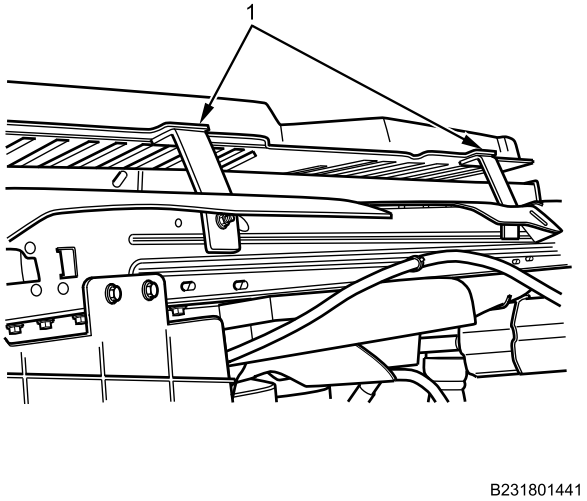

Figure 4. Upper Support Bracket.
3. Apply corrosion preventive compound on upper support bolts (Figure 4, Item 1).
4. Install two bolts (Figure 4, Item 1) on upper support bracket. Tighten bolts securely.